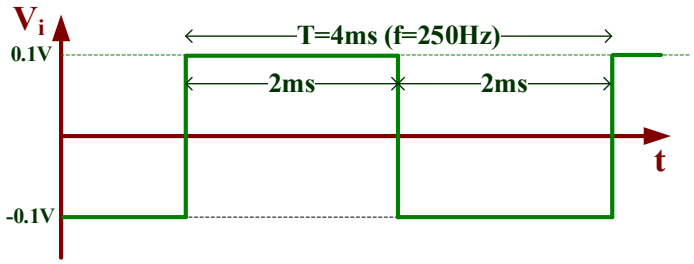

Figura V.4. *Señal cuadrada.*
B) Aplicar a la entrada una onda cuadrada de 0.1V amplitud ($0.2V_{pp}$) y 4ms de periodo tal como se muestra en la figura V.4. Medir la tensión pico-pico de V_O.